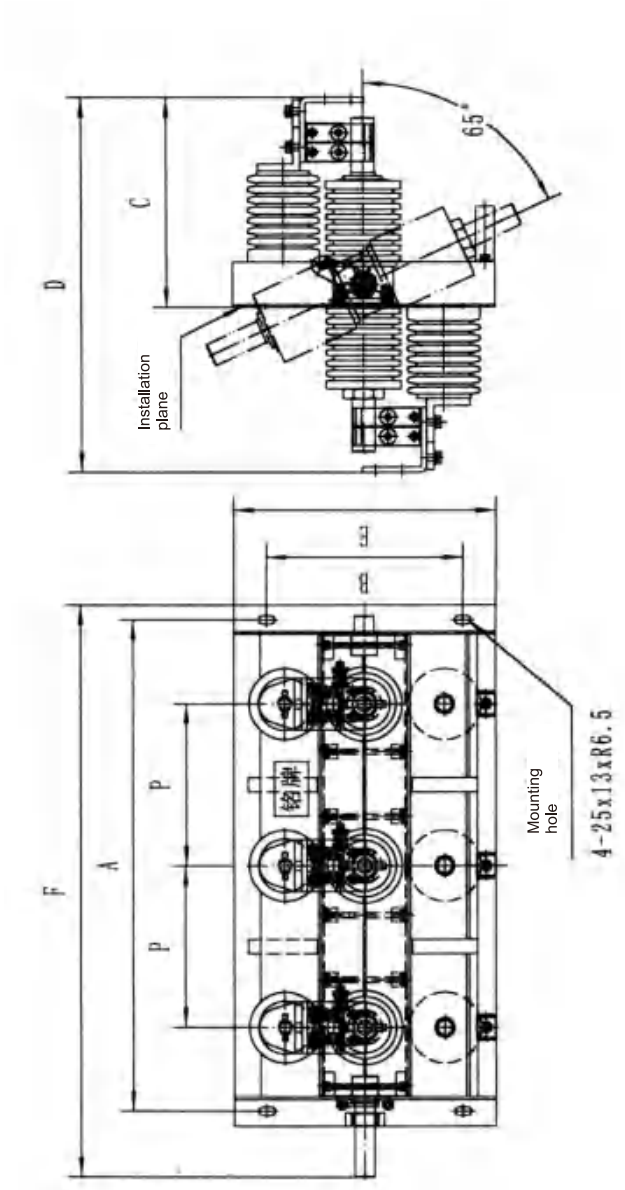

Figure 11 GN30-12/1250A, Down isolating lower earthing switch (vertical incoming line and parallel outgoing line)
3.15The embedded depth of the screws fixing the partition on the wall shall not be less than 120mm, and the depth of the cement wall shall be 80mm. The installation method of the isolating switch in the cabinet is shown in Figure 11.